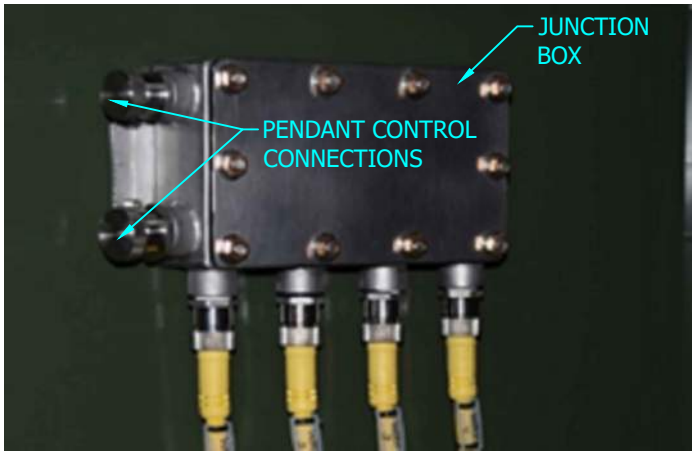

FIGURE 50 (M)
(M) PENDANT CONTROLLER MUST BE CONNECTED TO THE JUNCTION BOX PICTURED BELOW TO OPERATE MOTOR OPERATORS. JUNCTION BOX CONNECTIONS ARE SEVEN-PIN AND 12-PIN, SO THEY CANNOT BE INSTALLED INCORRECTLY. SEE FIGURE 50.